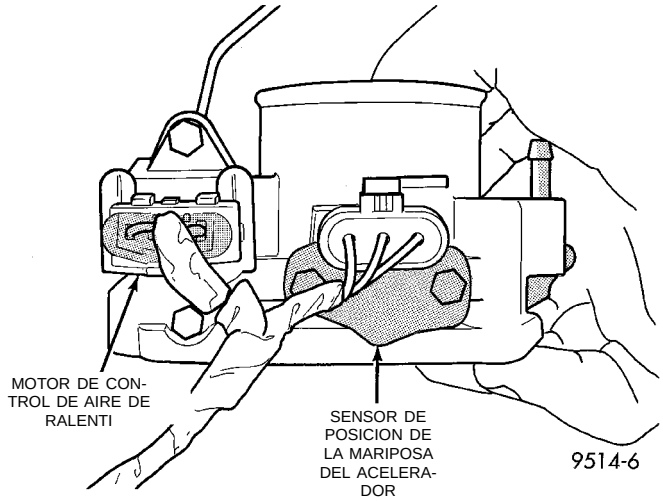

Fig. 57 Motor de control de aire de ralentí y sensor de la posición de la mariposa del acelerador—Características
(5) Verifique las conexiones eléctricas del motor de control de aire de ralentí y el sensor de posición de la mariposa del acelerador (Fig. 57).